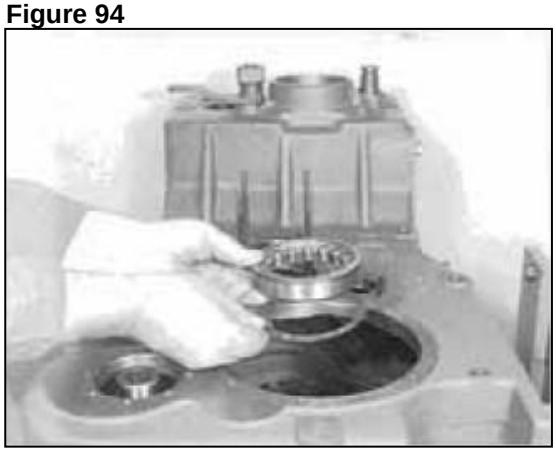

Figure 95
In case of deviations from the required end play, correct by means of a corresponding shim (2), see Figure 95 !